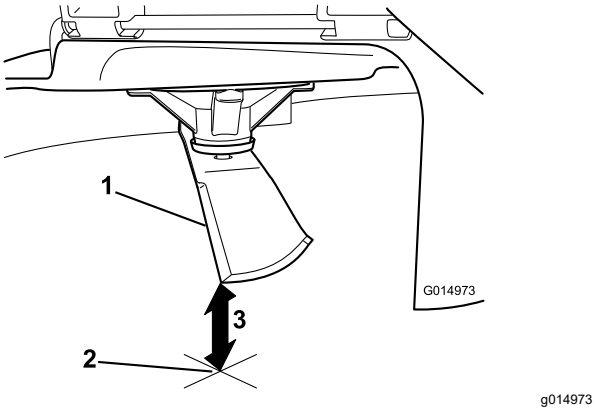

Figur 67
5. Mål fra knivtuppen til den flate overflaten (Figur 67).